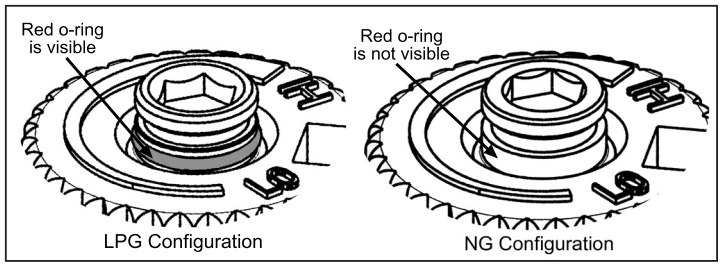

Figure 17: O-ring on valve screw.
g) Verify that if the conversion is from NG to LPG, the screw must be re-assembled with the red o-ring visible (refer to Figure 17). If the conversion is from LPG to NG, the red o-ring of the screw must be not visible.